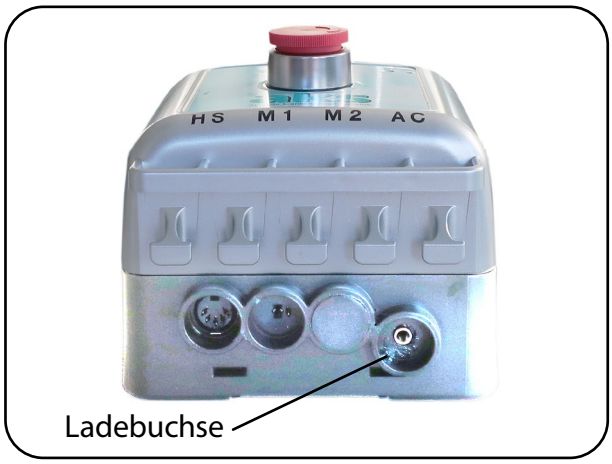
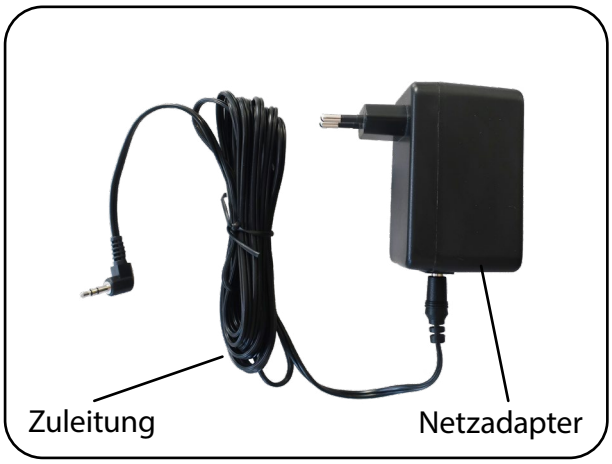
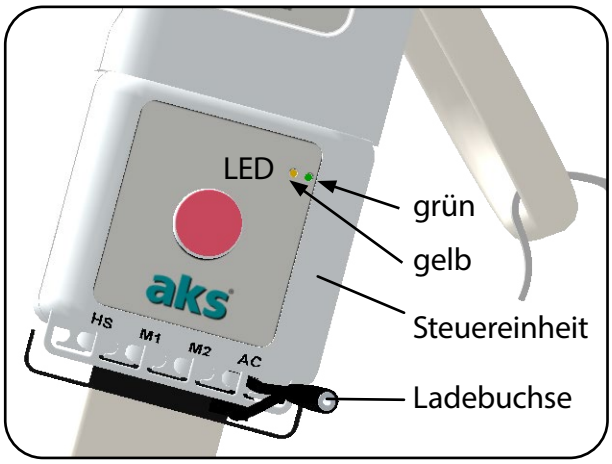

Abb. 8.7.05 – Unterseite der Steuereinheit
Abb. 8.7.06 – Netzadapter mit Zuleitung
Abb. 8.7.07 – Steuereinheit Kontrollleuchte
Das Akkupack kann ausschließlich mit dem mitgelieferten Netzadapter (Abb. 8.7.06) entweder direkt auf der Steuereinheit oder mit der als Zubehör lieferbaren Wandladestation (siehe Kapitel **Zubehör/Kombination**) geladen werden. Die Ladebuchse, an der die kurze Zuleitung (ebenfalls mit Ladebuchse) angeschlossen ist, befindet sich an der Unterseite der Steuereinheit (Abb. 8.7.05).
Stecken Sie den Netzadapter nur in hängender Position in die Netzsteckdose (Abb. 8.7.06). Damit ist sichergestellt, dass die Zuleitung nicht abgeknickt wird.
2. Verbinden Sie den Netzadapter durch die Zuleitung (Abb. 8.7.06) mit der Ladebuchse an der Steuereinheit (Abb. 8.7.07).
Kontrollleuchten an der Steuereinheit (Abb. 8.7.07)